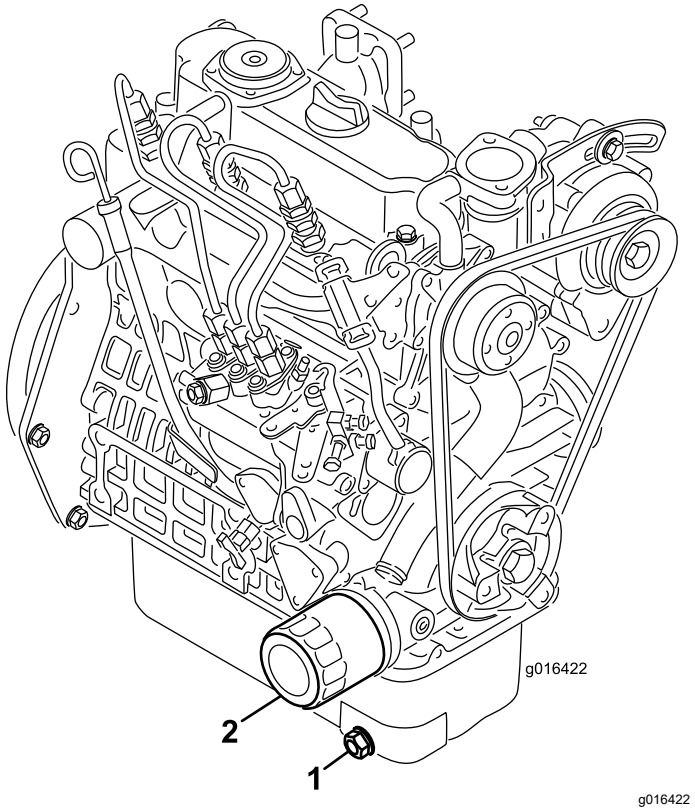

Figur 33
1. Ta bort avtappningspluggen (Figur 33) och låt oljan rinna ned i ett avtappningskärl. Sätt tillbaka avtappningspluggen när oljan har slutat rinna.